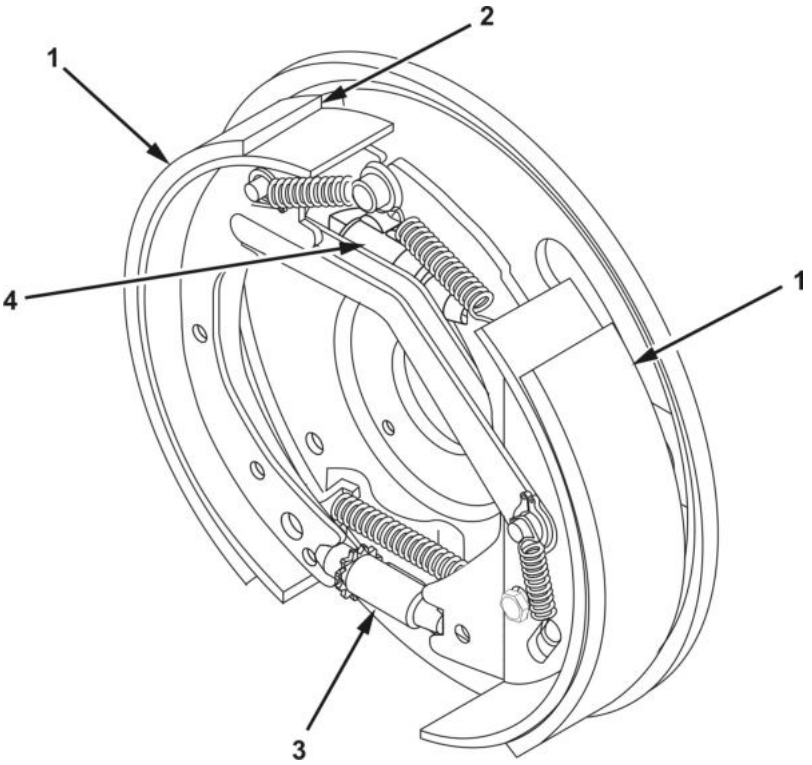

Figure 1. Brakeshoe Inspection.
2. Inspect hydraulic wheel cylinder (Figure 1, Item 4) for leakage and corrosion. Replace if defective (WP 0039).
3. Inspect brakeshoe linings (Figure 1, Item 1) for cracks or signs of grease or brake fluid. Replace if defective.
4. Measure brakeshoe lining thickness (Figure 1, Item 2). Thickness must be 0.125 in. (3 mm) minimum. Replace if thickness is less than 0.125 in. (3 mm).
5. Inspect brake adjuster (Figure 1, Item 3) for corrosion and for freedom of movement. Replace if defective.